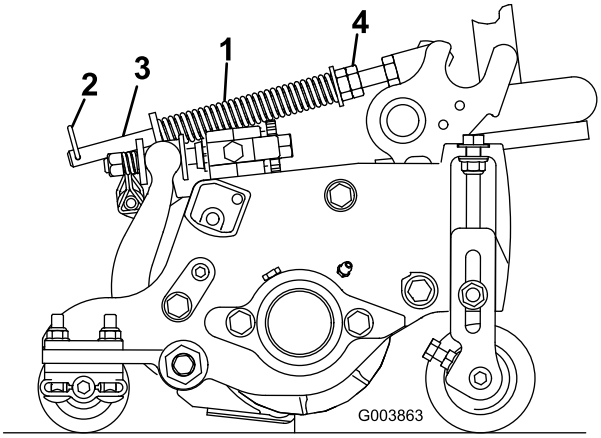

Figura 14
El muelle de compensación del césped (Figura 14) transfiere peso desde el rodillo delantero al trasero. Esto ayuda a reducir el patrón de ondulación en el césped.
1. Asegúrese de que el pasador de horquilla está instalado en el taladro del extremo de la varilla (Figura 14).
2. Apriete las tuercas hexagonales de la sección delantera de la varilla del muelle hasta que la longitud del muelle comprimido sea de 12,7 cm en el Reelmaster 5410, y de 15,9 cm en el Reelmaster 5510; consulte Figura 14.